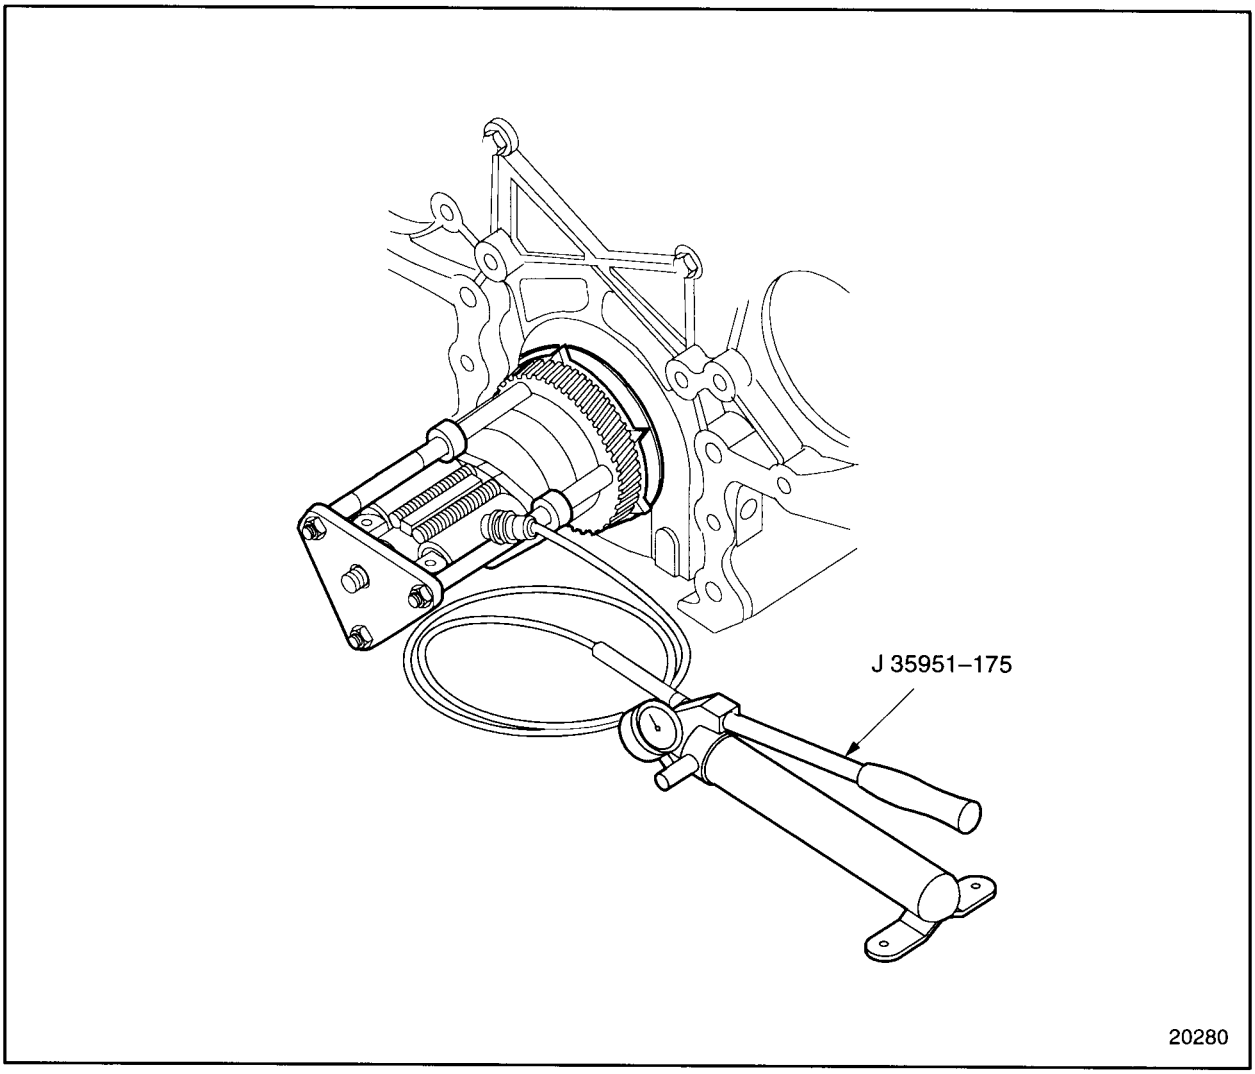

Figure 1-444 Crankshaft Timing Gear Removal
15. Close the valve on J 35951-175. Pump the lever to build pressure and remove the crankshaft timing gear. See Figure 1-444.
[a] Open the valve on J 35951-175, to relieve the pressure. See Figure 1-444.